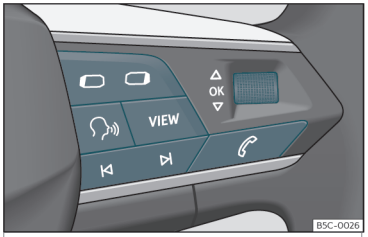

Fig. 56 Lado derecho del volante multifunción: teclas para utilizar los menús y las indicaciones informativas del cuadro de instrumentos.
Mientras haya una advertencia con prioridad 1››› pág. 76, no se podrá acceder a ningún menú. Algunas advertencias se pueden confirmar y ocultar con la tecla OK del volante multifunción››› fig. 56.
- Si se muestra un mensaje o el pictograma de un vehículo, pulse la tecla OK››› fig. 56; si es necesario, varias veces.
- Para cambiar de menús use las teclas o ›››fig. 56.
- Para abrir el menú o la indicación informativa que se muestre, pulse la tecla OK ›››fig. 56 o espere algunos segundos hasta que el menú o la indicación informativa se abra automáticamente.
- En el menú visualizado, gire la ruedecilla derecha del volante multifunción›››fig. 56 hasta que se marque la opción de menú deseada. La opción aparece enmarcada.
- Pulse la tecla OK›››fig. 56 para realizar las modificaciones deseadas. Una marca indica que la función o el sistema en cuestión están activados.
Pulse la tecla o ›››fig. 56.